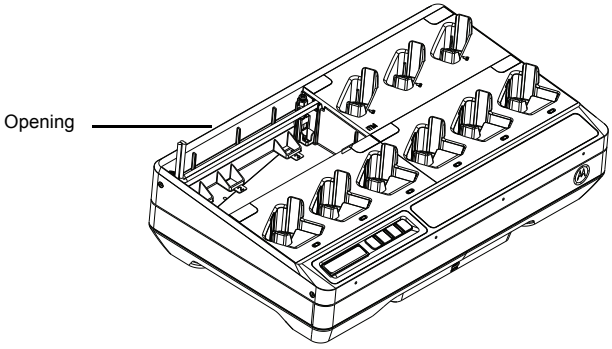

Afbeelding 14: De opening voor de kabels.
5. De kabel(s) kunnen via een opening van het rechter compartiment naar het linker compartiment (of andersom) worden geleid (zie Afbeelding 14).